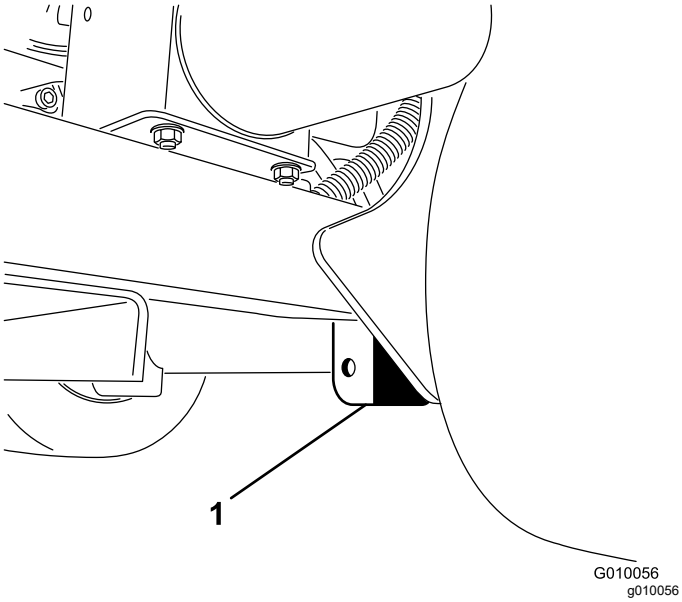

Rysunek 38
3. Umieść dźwignik bezpiecznie pod płytą ramy od wewnątrz, przy samym kole tylnym (Rysunek 38).